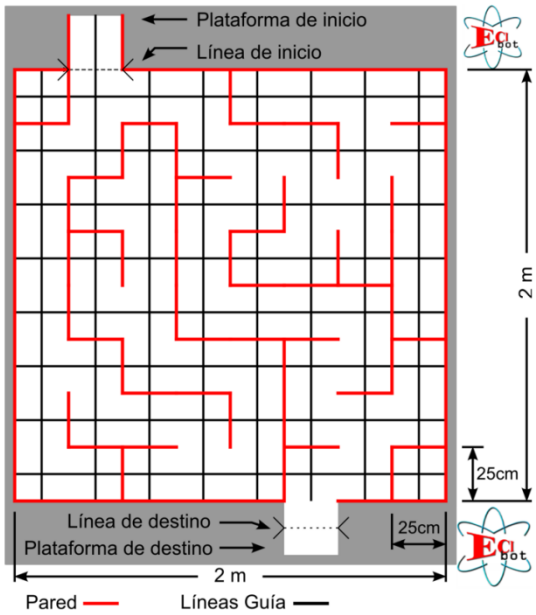

Figura 5. Medidas y ejemplo de Laberinto Variable
El equipo participante de este concurso deberá diseñar y construir un robot autónomo que resuelva un laberinto variable. En la Figura 5 se muestran un ejemplo de las dimensiones del laberinto.
- Un robot puede ser ayudado durante el recorrido en el momento en que el constructor lo desee, un máximo de tres oportunidades, con una penalización de noventa (90) segundos cada vez. Es decir que al tiempo de recorrido (T_X) se le sumará el tiempo de la(s) penalización(es).
- El tiempo de recorrido de un robot en el laberinto será medido manualmente por los jueces del concurso o por sensores infrarrojos fijados al inicio y al destino. Si se utilizan sensores infrarrojos, estarán ubicados en las líneas punteadas como se muestra en la Figura 5. El haz de infrarrojos de cada sensor será horizontal y colocado aproximadamente a 1 cm del suelo.